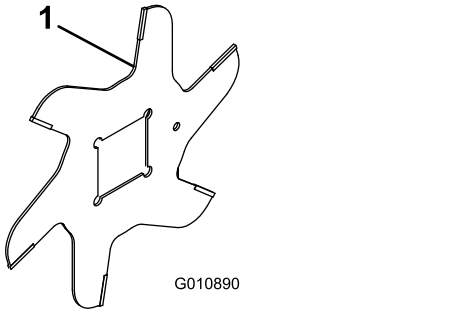

図 18
1. リール刃を組み付ける図 18。
4. 次のブレードを右に 1/6 回転ずらして、つまり、合い印が面一枚分右にずれるようにして、取り付ける図 18。